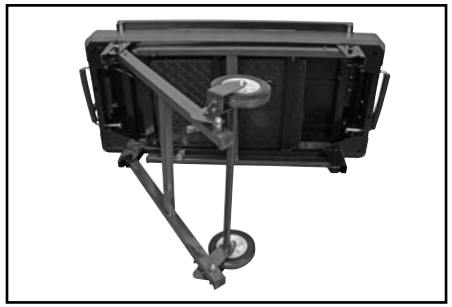

FIGURE 5-1
4. Pull out the stand legs (Fig 5-1).